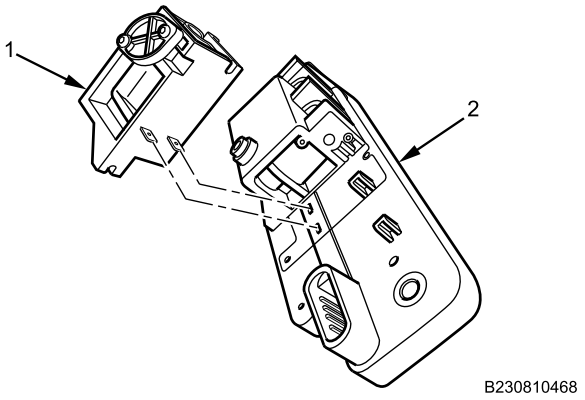

Figure 5. Solenoid Assembly.
1. Install solenoid (Figure 5, Item 1) on solenoid support (Figure 5, Item 2).